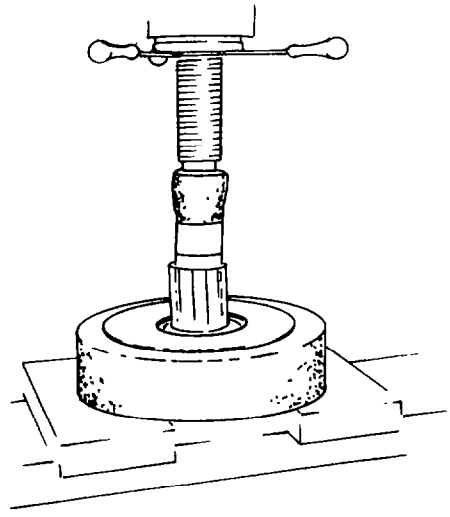

Fig. 284 — Removing Bearing Cone
k. Remove the rear bearing cone from the bevel pinion shaft, using a hydraulic press and the necessary segments and adapter rings (see fig. 284).